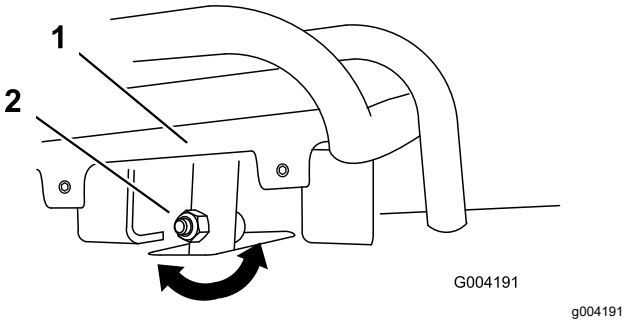
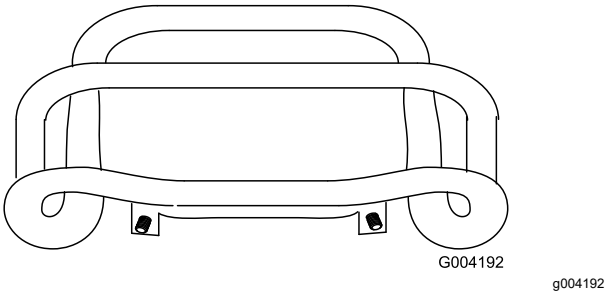

Figuur 56
Figuur 57
4. Als de voorzijde van de tractiebediening niet gelijk en recht tegen de referentiebalk rust, draai dan de flensmoer en bout van de tractiebediening los (Figuur 56).
5. Stel de tractiebediening zo af, dat deze gelijk en recht tegen de referentiebalk rust als u de bediening recht naar achteren trekt (Figuur 56 en Figuur 57).